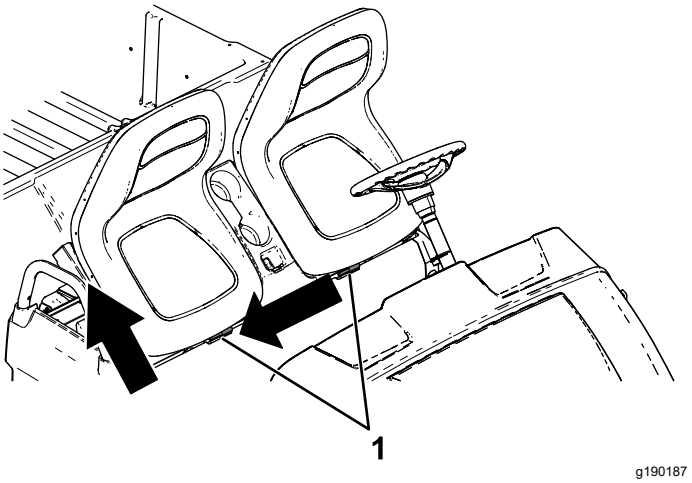

Figura 28
2. Deslize o conjunto do banco para o lado, afastando dos pinos, e levante o conjunto do banco para cima (Figura 28).